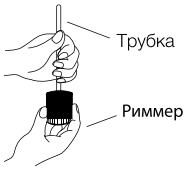
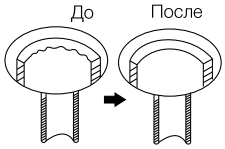

Рис. 1
Рис. 2
- Риммером удалите неровности на конце медной трубки, держите ее изгибом вниз, чтобы медная стружка не попала внутрь (Рис. 1, Рис. 2).